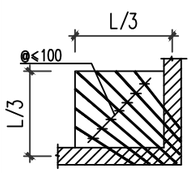

图7.1.6 板角斜向抗裂钢筋
7.1.6 在外墙转角处、短向跨度≥4200mm的内跨板四周板角处，均应附加斜向抗裂钢筋，钢筋放置在板面负筋之下，长度为楼板短跨的1/3，详图7.1.6。